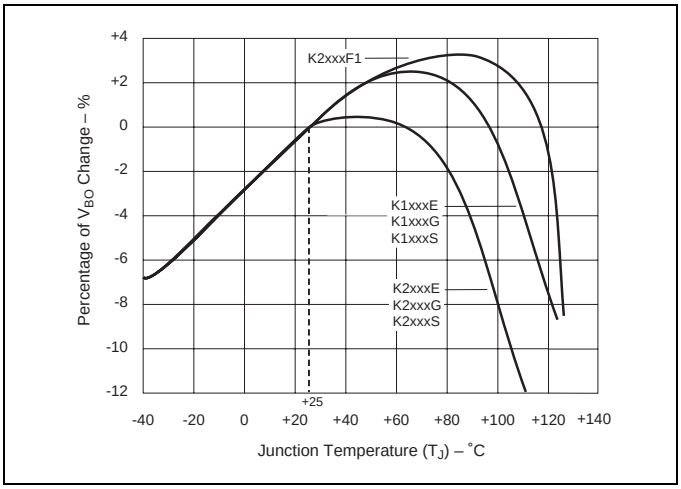

Figure E9.5 Normalized V_{BO} Change versus Junction Temperature
(1) See Figure E9.5 for V_{BO} change versus junction temperature.